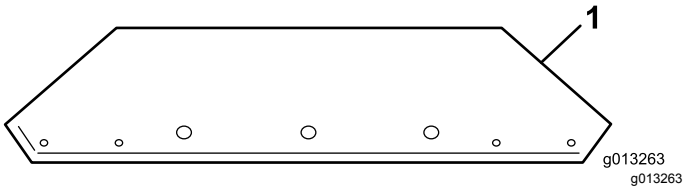
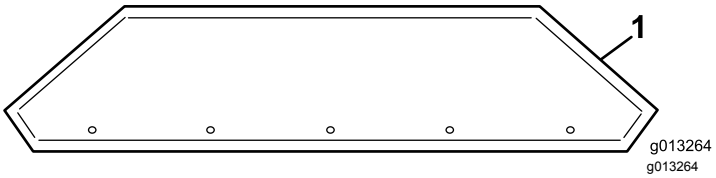

Figur 10
Figur 11
1. Tag tragtbeholderforlængerne ud af kassen og find den forreste og den bageste (Figur 10 og Figur 11).